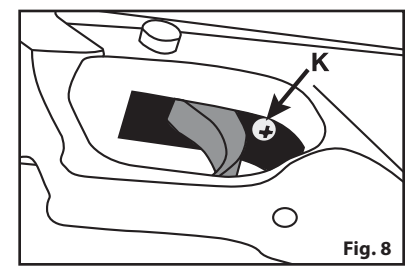

Fig. 8
2. Access the adjustment screw at the rear of the trigger through the hole in the trigger guard (see Fig. 8). **NOTE:** The size and position of the hole in the trigger guard may vary among models.